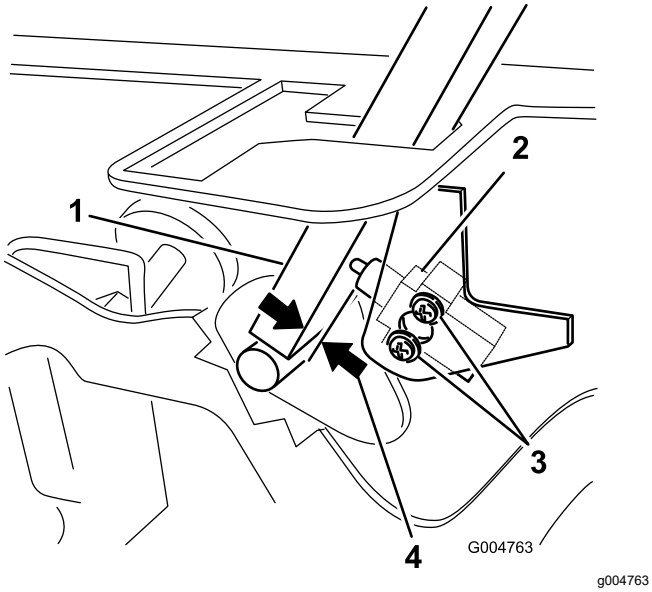

Figur 48
3. Lossa de två skruvarna som fäster säkerhetsbrytaren (Figur 48).
4. Håll rörelsereglaget mot ramen och flytta brytaren mot reglaget tills avståndet mellan reglaget och brytaren är 0,4–1 mm. Se Figur 48.